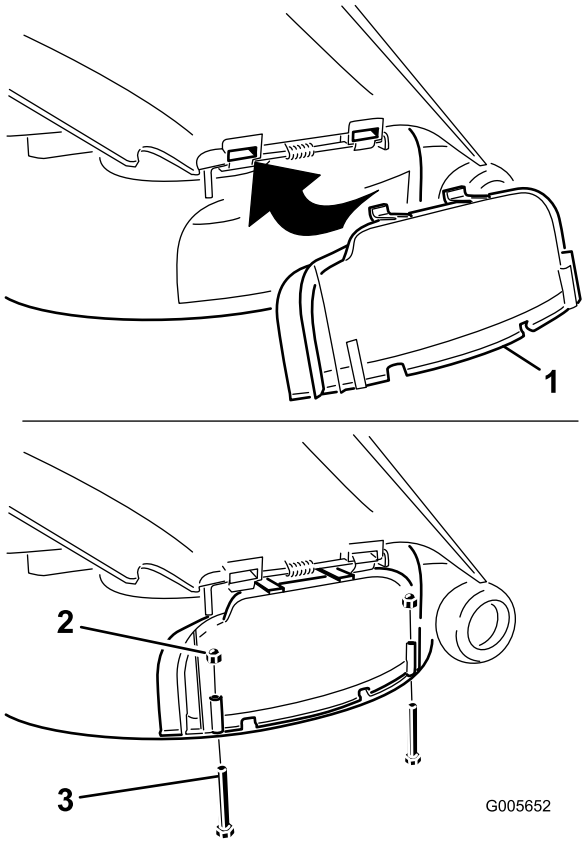

**Figur 25**
5. Roter utslippsdekselet ned over åpningen, og på nedre kant av gressklipperen (Figur 25).
6. Fest utslippsdekselet til nedre kant av gressklipperen med to bolter (1/4 x 2-1/2 tommer) og to rundmuttere (1/4 tomme) som vist i Figur 25.